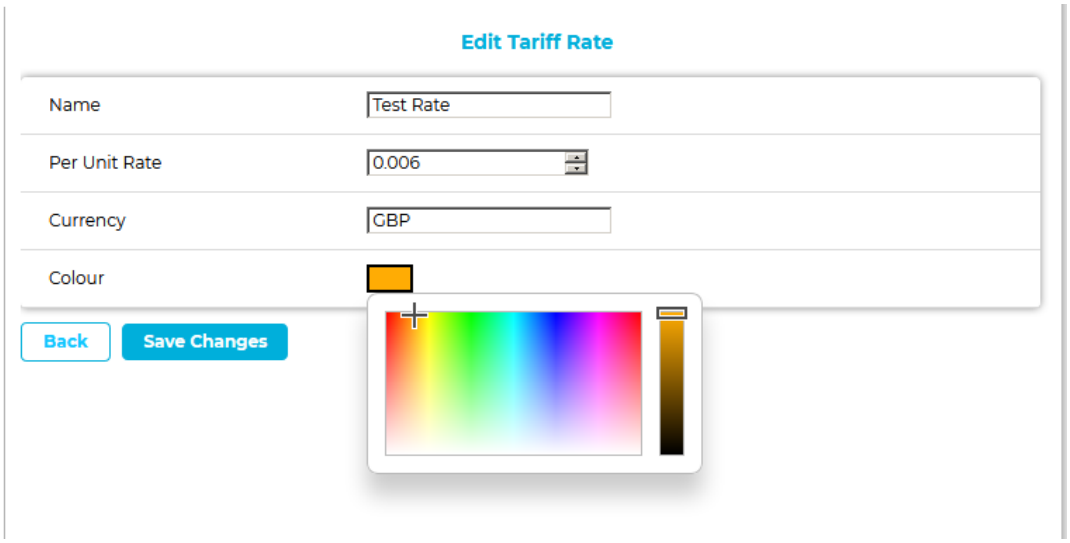
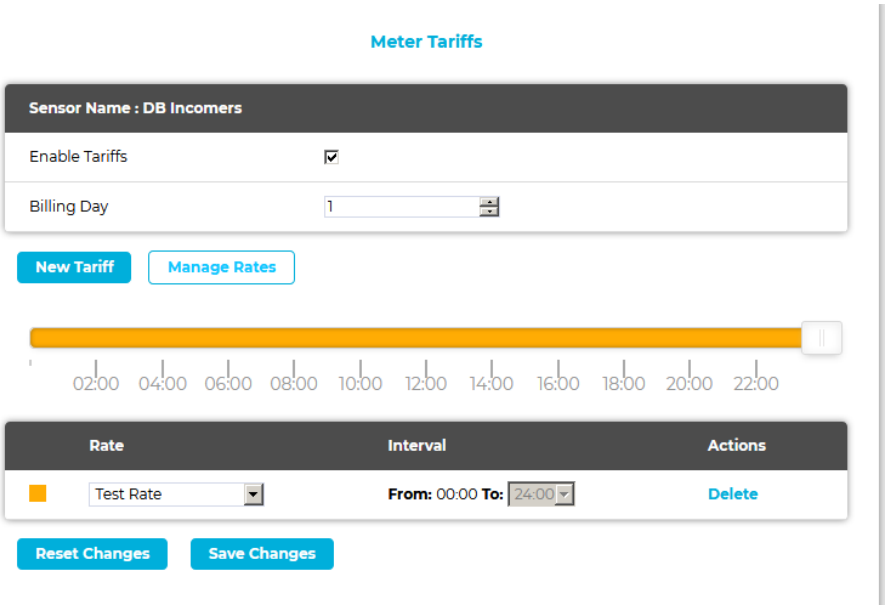

Figure 94
Figure 98
- A **Colour** from the palette to identify/highlight the Rate. See Figure 94 below:
➢ The **Meter Tariffs** window displays a **Test Rate** for the Tariff, highlighting the Slider bar with the Rate's defined colour (see Figure 94 above) as shown in Figure 98 below: